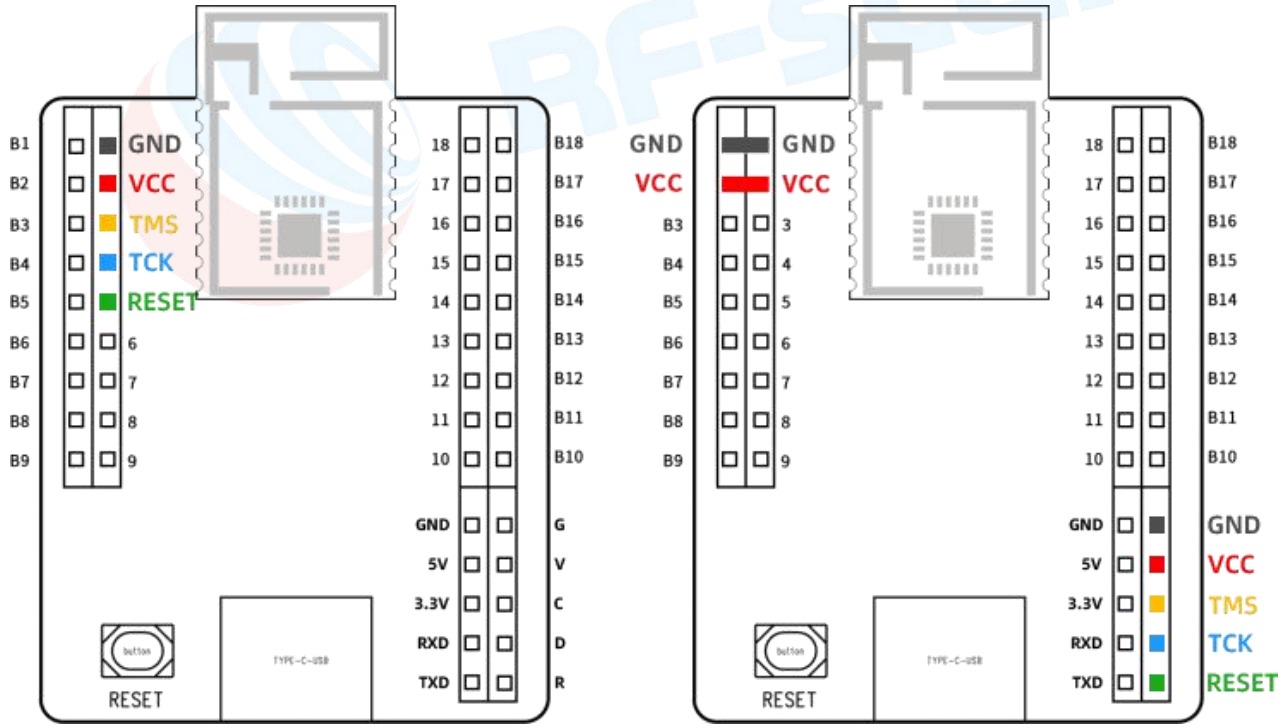

图 3.2.1
BT02 搭载 2340A2(I) 模块的调试脚接法如图 3.2.1 所示，左上角和右下角任选一组使用即可。